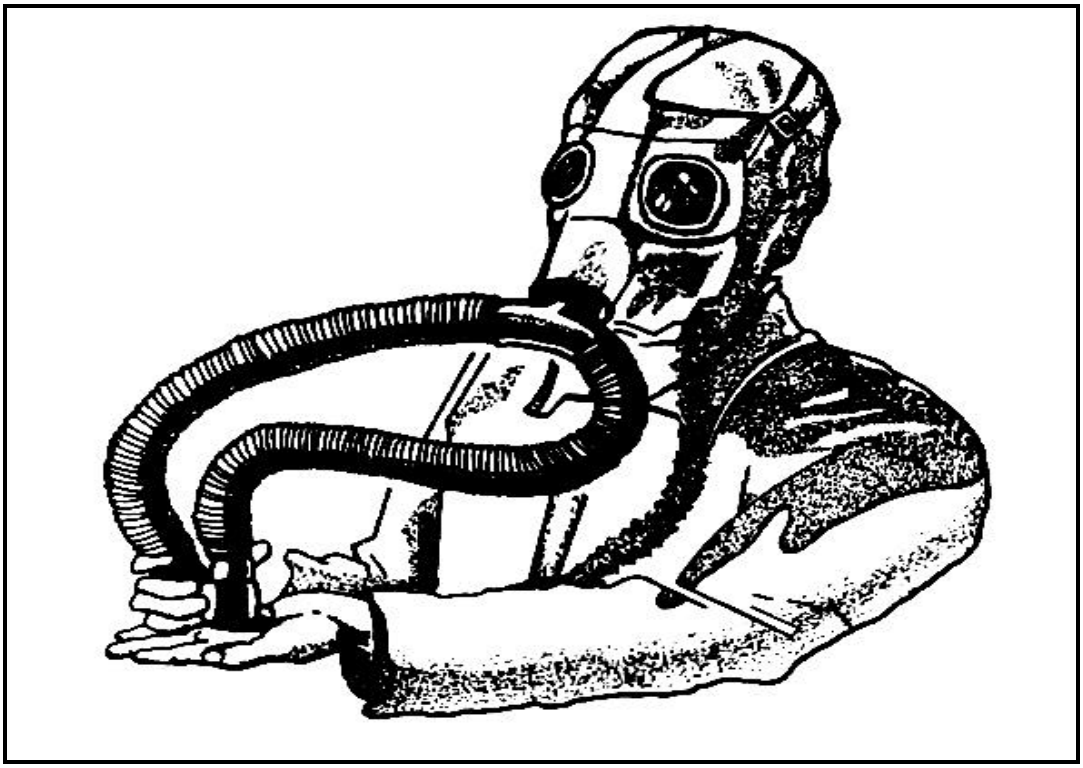

Figure 12-14. Testing a respirator
•Test respirators before each use. To test a respirator, cut off the air supply to the mask for a few seconds by covering the end with the palm of the hand as shown in Figure 12-14, page 12-15. If there are no leaks and the straps have been adjusted properly, the face piece will collapse against the face.